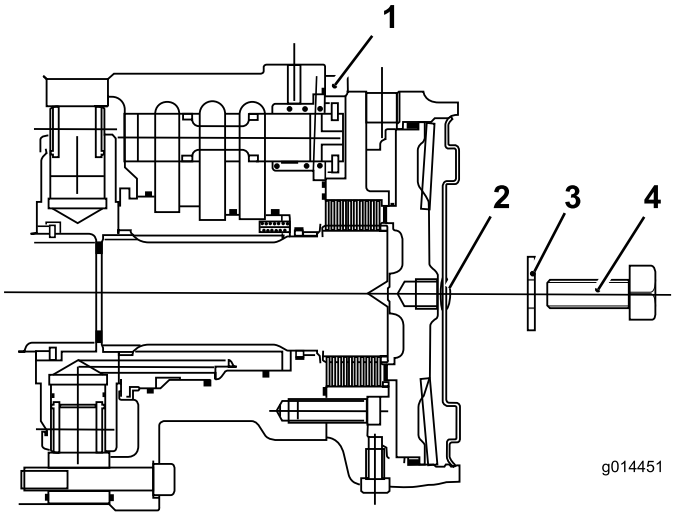

Figur 64
C. Monter den sekskantede prop på motorens endeplade (Figur 64).